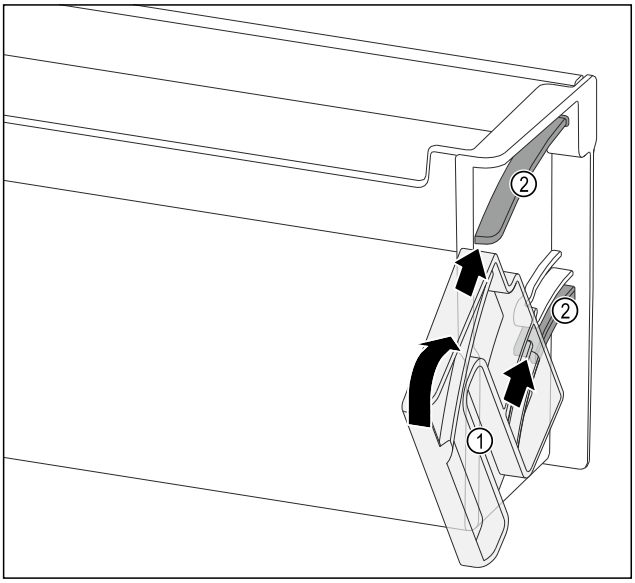

Fig. 128
▶ Poziționați unitatea de rotire *Fig. 128 (1)*, astfel încât degajările să fie exact opuse față de canalele de ghidare *Fig. 128 (2)* ale raftului montat pe ușă.
▶ Rotiți unitatea de rotire *Fig. 128 (1)* în direcția indicată.